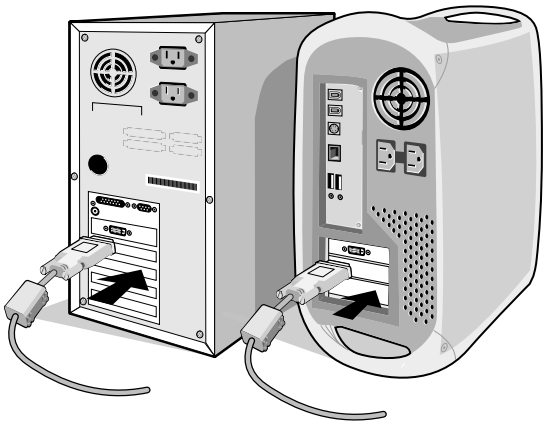

Figura A.1
2. **Para PC o Mac con salida digital DVI:** Conecte el cable de señal DVI-D a DVI-D al conector de la tarjeta de visualización de su sistema (**Figura A.1**). Apriete todos los tornillos.